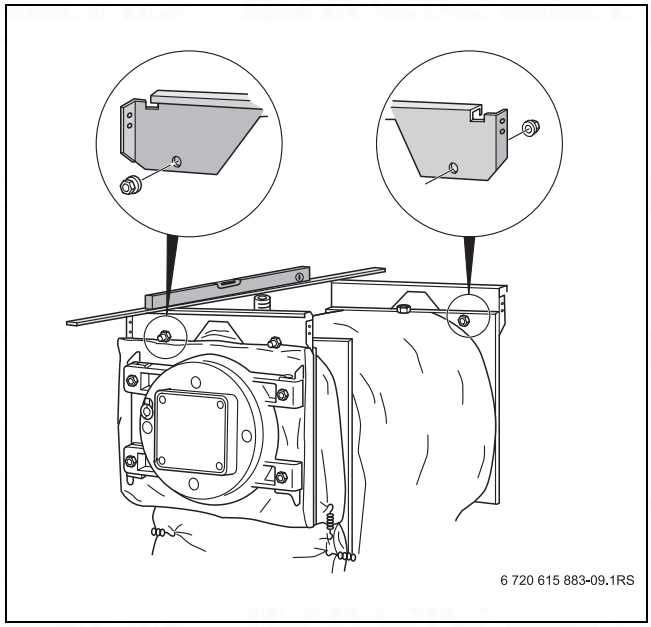

Fig. 10 Locating and securing the front and rear connection plates
- Insert front connection plate (with trapeze-shaped cut-out facing downwards) over the threaded studs, with the 2 holes at the top, and fasten with nuts (→ Fig. 10).
- Insert back connection plate (with trapeze-shaped cut-out facing downwards) over the threaded studs, with the 2 holes at the top, and fasten with nuts (→ Fig. 10).
The angled sections on the connection plates should point outwards, and both the front and rear connection plate should be horizontally level (→ Fig. 10).